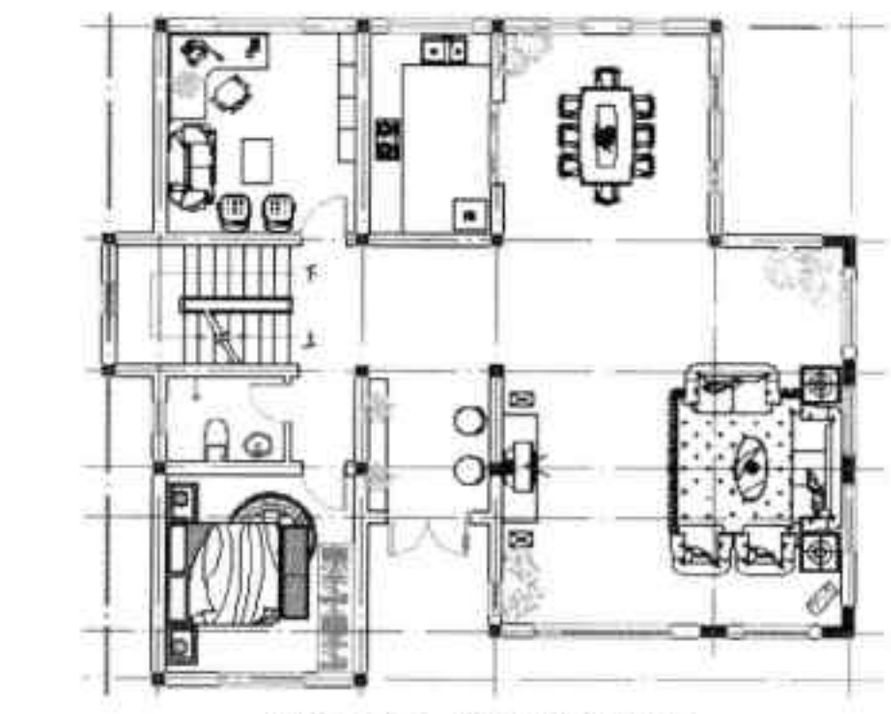

图18-85 插入植物图块
Step16 在“天正图库管理系统”对话框中，选择满意的植物图块，插入图纸合适位置，结果如图 18-85 所示。